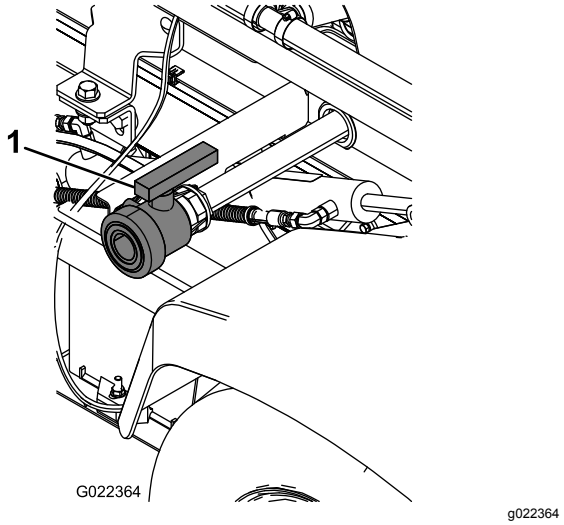

Figur 72
2. Finn tømmehåndtaket på venstre side av maskinen (Figur 72).